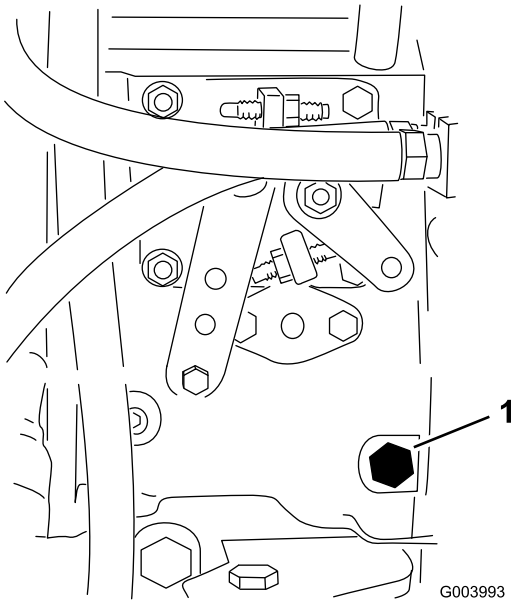

Figur 48
3. Öppna avluftarskruven på insprutningspumpen (Figur 48) med en 12 mm nyckel.